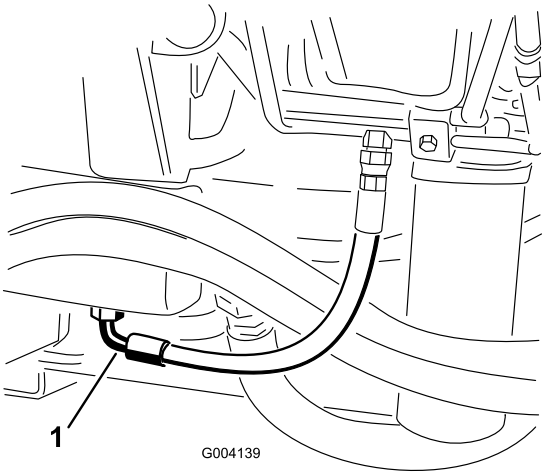

Figur 70
2. Plasser et stort tappefat under nippelen som er festet til bunnen av den hydrauliske væskebeholderen (Figur 70).